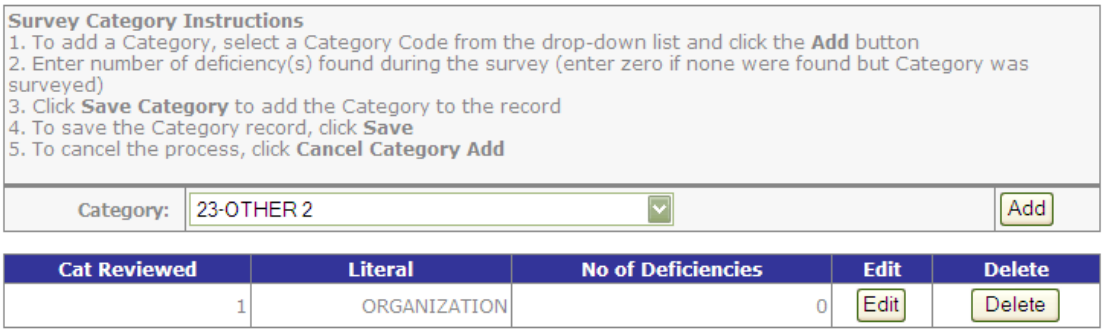

Figure 3.7
1. Data fields preceded by an (M) require data entry.
9. To add a Category Reviewed, click *Add Category* button. Add Category will appear directly below the *Add Category* button, see Figure 3.7.
D. To edit/delete an existing Category, click *Edit* or *Delete* buttons in Figure 3.7.